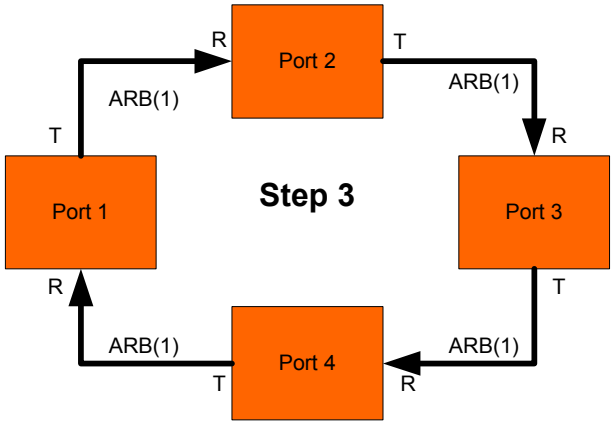

Figure 537 **Arbitration Step 3**
In **Step 3** (Figure 537), once the ARB(1) is received by port 2 it changes its current fill word to ARB(1) and the ARB(1) is transmitted to the next port on the loop. The current fill word on the remaining ports is also changed in this fashion allowing the ARB(1) to propagate around the loop.